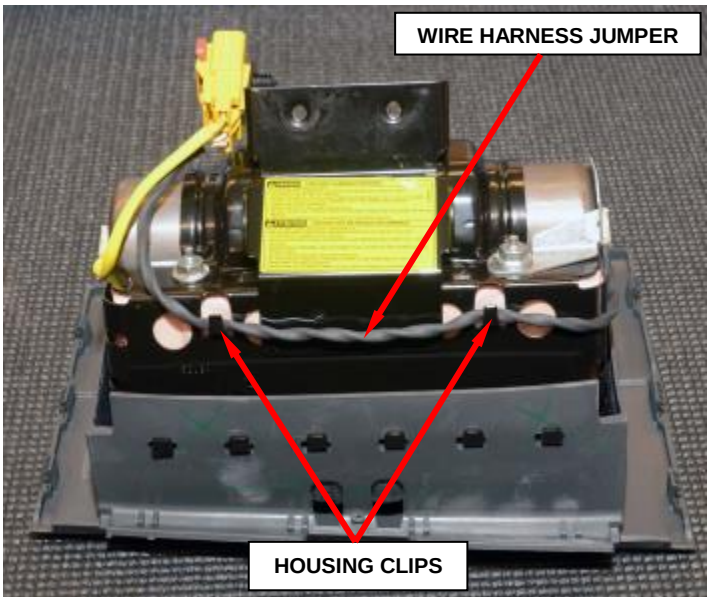

Figure 85 – Passenger Airbag Assembly
b. Disengage the wire harness jumper from the housing clips in two places (Figure 85).
l. Engage the wire harness jumper under the housing clips in two places (Figure 85).